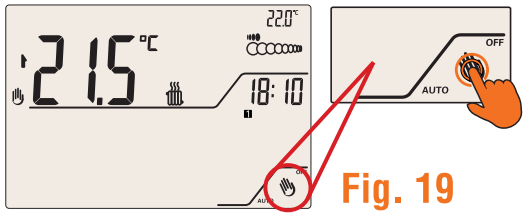
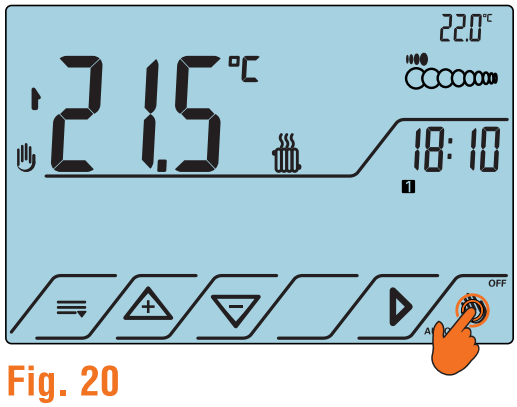

Fig. 19
Fig. 20
1. Attivare il cronotermostato premendo il tasto AUTO OFF (Fig.19). Il display si illuminerà, mostrando le icone dei comandi touch (Fig.20).
2. Se l'icona **AUTO** è visibile sul display, la modalità automatica è già attiva; quindi, procedere direttamente al punto 3. In caso contrario, premere il tasto AUTO OFF per passare alla modalità automatica (Fig.20).